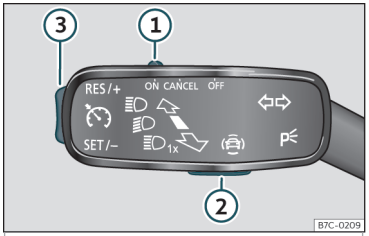

Fig. 157 Pe maneta de semnalizare: butoanele pentru utilizarea limitatorul de viteză.
Pentru a comuta între sistemele de asistență la conducere, apăsați butonul ››› **fig. 157** ② și apoi selectați cu butonul rotativ dreapta de pe volanul funcțional meniul panoului de instrumente și apăsați butonul rotativ, pentru a confirma selecția.
- Treceți butonul››› **fig. 157** ① în poziția **ON** și apăsați butonul ②.
- În timpul deplasării, apăsați butonul››› **fig. 157** ③ în zona **SET/–**.
Puteți seta viteza cu ajutorul butonului››› **fig. 157** ③:
- Treceți butonul››› **fig. 157** ① în poziția **OFF**.
Dacă doriți să dezactivați temporar limitatorul de viteză, de ex. pentru a efectua o depășire, treceți butonul››› **fig. 157** ① în poziția **CANCEL** sau apăsați butonul ②.
După depășire, limitatorul de viteză poate fi activat la viteza programată anterior apăsând butonul››› **fig. 157** ③ în direcția **RES/+**.